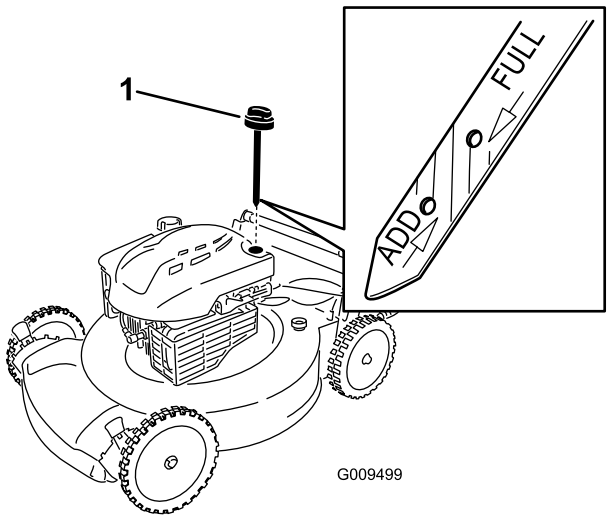

Figuur 8
1. Verwijder de peilstok uit de buis en veeg deze schoon. Schuif daarna de peilstok weer helemaal terug (Figuur 8).
2. Haal de peilstok eruit en controleer het oliepeil (Figuur 8). Als het peil onder de **Bijvullen**-markering op de peilstok staat, giet dan **lanzaam** voldoende olie in de vulbuis totdat het peil de **Vol**-markeringhop de peilstok bereikt. **Niet te vol vullen.** (Maximale vulhoeveelheid: 0,59 l, type: SAE 30 reinigingsolie, met onderhoudsclassificatie SF, SG, SH, SJ, SL van het American Petroleum Institute [API] of hoger).